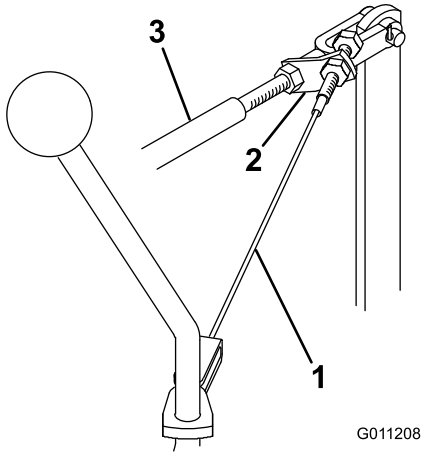

Figur 47
1. Løsn den forreste kontramøtrik, som fastgør kabelmontagen til beslaget til klippe-/løftekontrolstangen (Figur 47).
3. Men du holder klippe-/løftekontrolstangen i den bageste position, skal du tilspænde den bageste låsemøtrik for at fjerne næsten alt slæk fra kabelmontagen (Figur 47). Stram ikke kablet for meget.